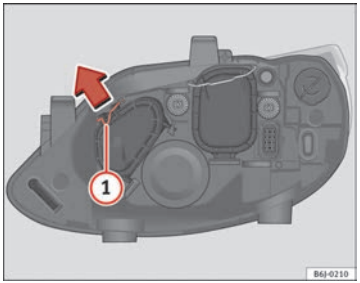

Fig. 151 Main beam headlights
– Move the loop (1) in the direction of the arrow and remove the cover ⇒ Fig. 151.